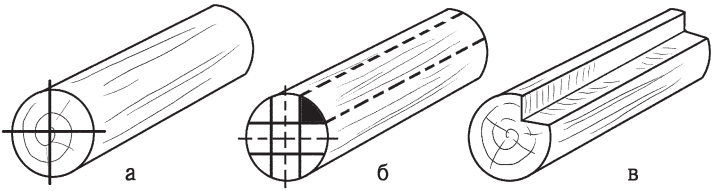

Рис. 75. Выполнение выборки четверти: а, б — разметка; в — выбранная четверть
6. Нередко бывает нужно выбрать в бревне или бруске четверть (рис. 75).